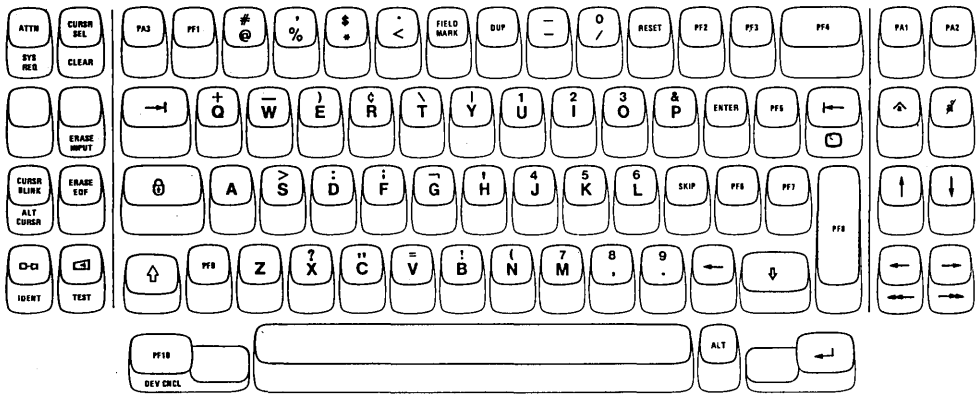

Figure 5-6. Data Entry Keypunch Layout Keyboard
- The Data Entry Keypunch Layout keyboard (Figure 5-6), which is similar to the 3275 and 3277 Data Entry Keypunch Layout keyboard